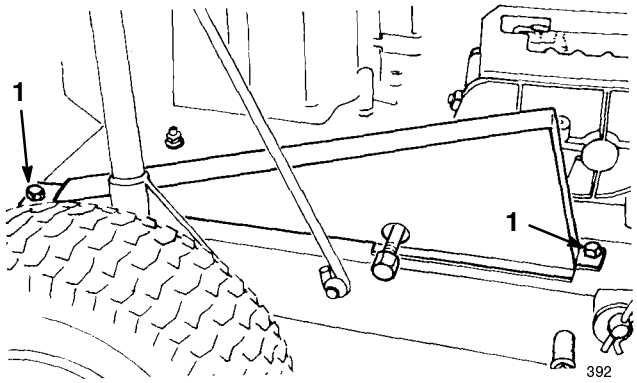

Bild 30
1. Entfernen Sie beide Schrauben, mit denen die Kettenabdeckung am Chassis der Zugmaschine befestigt ist und entfernen sie (Bild 30).